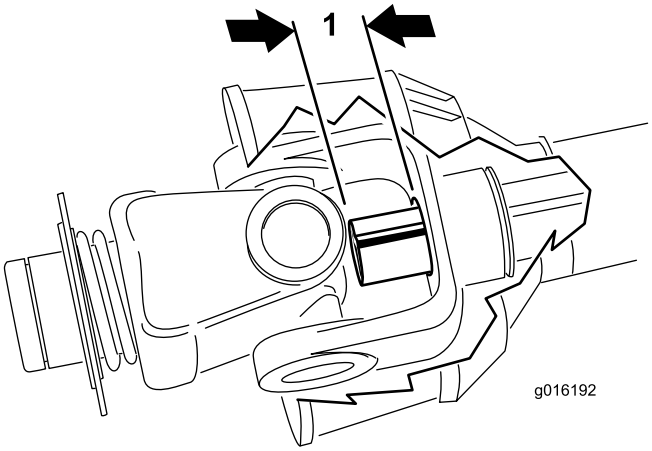

**Figuur 16**
buis niet uitsteekt tegen het kruis en het lagergedeelte van de buitenste buis (Figuur 16). Als dit gebeurt, moet u de lengte van de binnenste buis **verder** inkorten om het probleem te verhelpen. Ga naar de volgende stap.
10. Meet de afstand die de binnenste buis uitsteekt in het kruis en het lagergedeelte van de buitenste buis (Figuur 16). Voeg deze afstand toe aan het meetresultaat van stap 8.